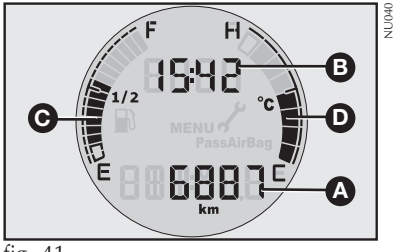

fig. 41
INFORMAÇÕES NO DISPLAY - fig. 41
- Relógio (**B-fig. 41**);
- Hodômetro total (**A-fig. 41**);
- Indicação do nível de combustível (**C-fig. 41**);
- Indicação da temperatura do líquido de arrefecimento do motor - **D-fig. 41** (algumas versões);